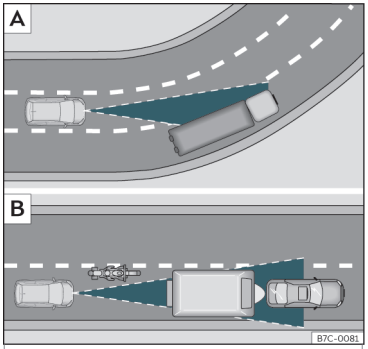

Fig. 220 A Vehículo en una curva. B Motociclista circulando por delante fuera del radio de acción del sensor de radar.
Al entrar o salir de algunas curvas puede que el sensor de radar deje de captar el vehículo que circula por delante o que reaccione ante un vehículo del carril contiguo ››› **fig. 220** A. Es posible que el vehículo frene de forma innecesaria o deje de reaccionar frente al vehículo que va delante. En este caso, el conductor tiene que intervenir acelerando o interrumpir el frenado pisando el freno o empujando la tercera palanca hacia la posición **CANCEL** ››› **fig. 217** ③. »
El sensor de radar sólo puede detectar vehículos estrechos o vehículos que circulen desalineados cuando estos entren en su radio de alcance ››› **fig. 220** B. En estos casos, frene usted mismo si es necesario.